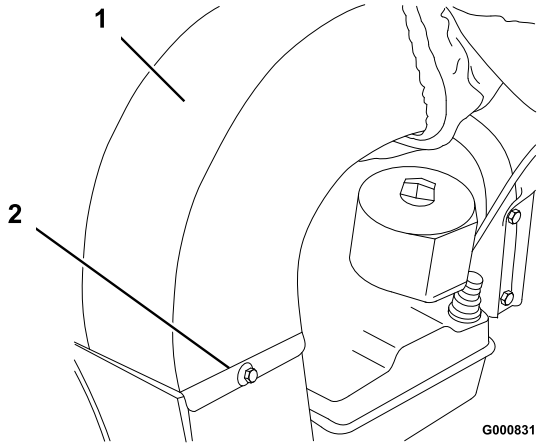

Figur 8
1. Montera utkastaren och säkra den med en bult (1/4 x 1/2 tum) och låsmutter (1/4 tum) (Figur 8).